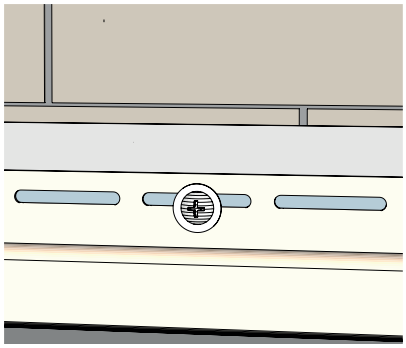

Рисунок 10
6.5 В горизонтально монтируемые элементы саморез должен фиксироваться в центр перфорационных отверстий (рис. 10).